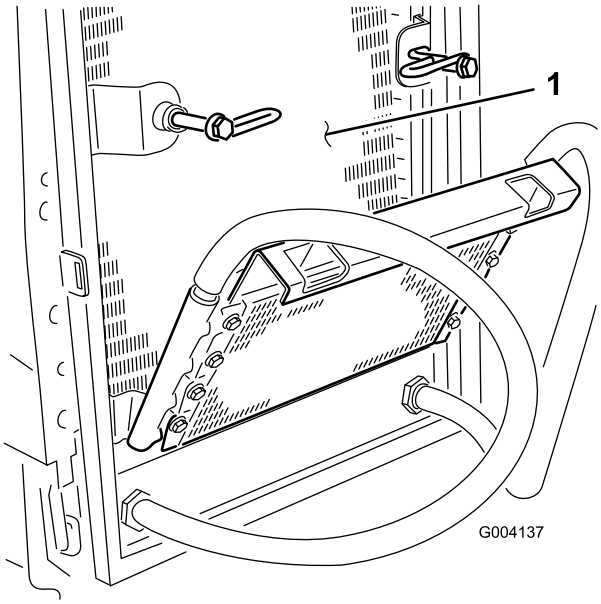

Figuur 61
7. Reinig beide zijden van de oliekoeler en de radiateur grondig Figuur 61) met perslucht.